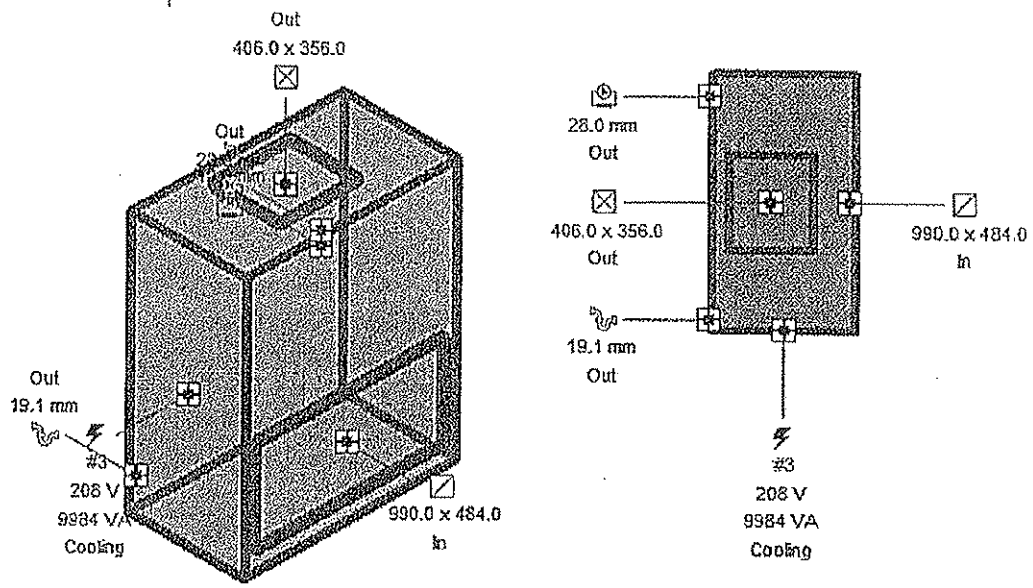

Figure 8–12
- Take time to get to know the types of mechanical equipment that come with the Autodesk Revit MEP software. You can view them in 3D, plan, or elevation/section views. Select them to see the connectors as shown in Figure 8–12.